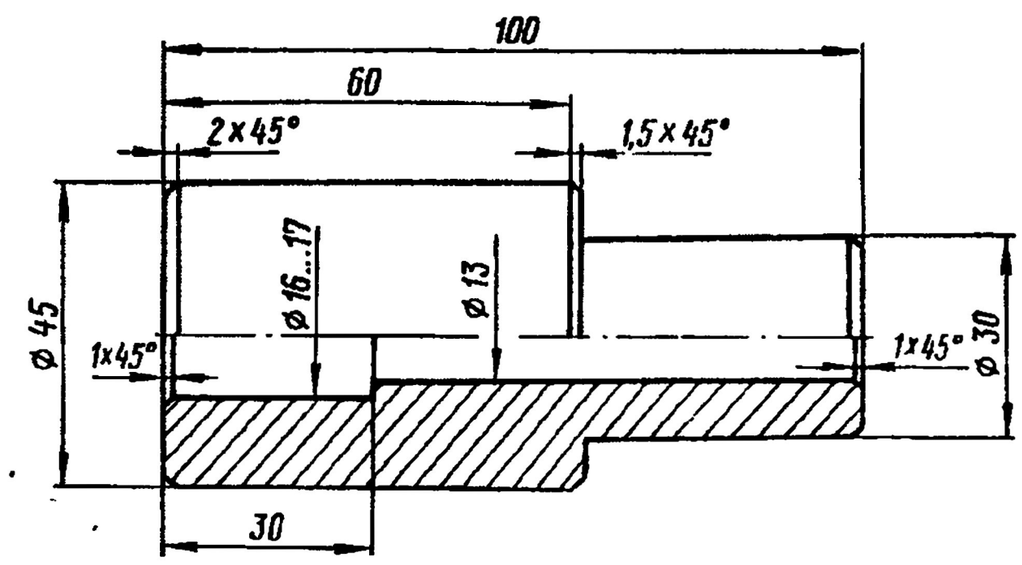

Рис. 120. Оправка для запрессовки крыльчатки и сальника водяного насоса
19. Установите крыльчатку *16* на валик, совместив лыски, и напрессуйте оправкой (рис. 120) до упора, предварительно смазав посадочную поверхность валика маслом М10Г₂к	Оправка, пресс, посуда для масла